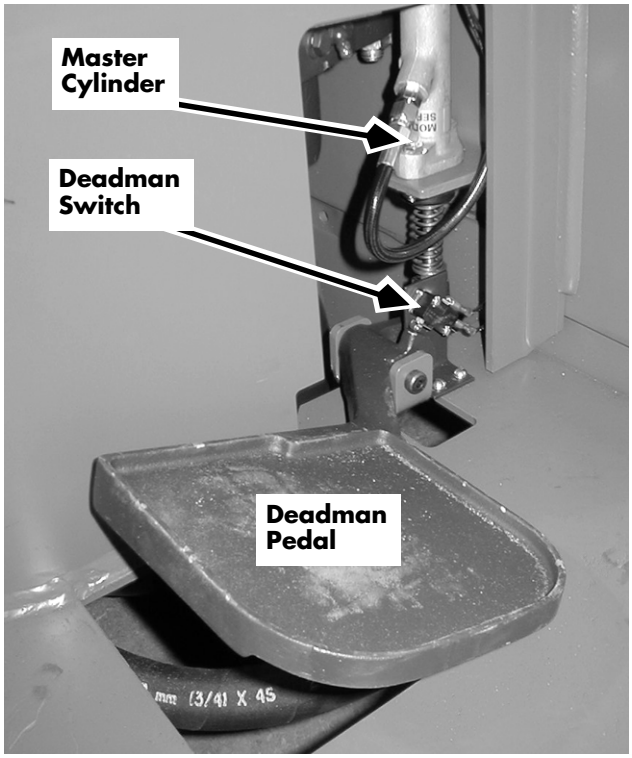

Figure 7-78: Deadman Switch (Series EZ/ES/ET/EF)
c. Note the location of the deadman switch bracket mounting bolts within the slotted mounting holes. Remove the mounting bolts and remove the bracket assembly from the frame. See Figure 7-78.